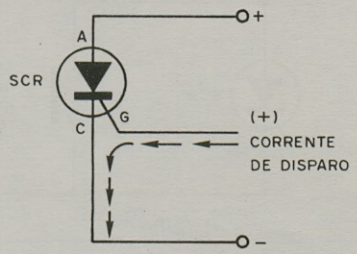

FIGURA 2
O componente básico deste aparelho é um diodo controlado de silício, um SCR, que opera como um interruptor disparado por uma corrente muito fraca que é aplicada ao seu eletrodo de comporta (G). Na figura 2 temos o símbolo usado para representar este componente e o sentido de circulação da corrente que deve dispará-lo.